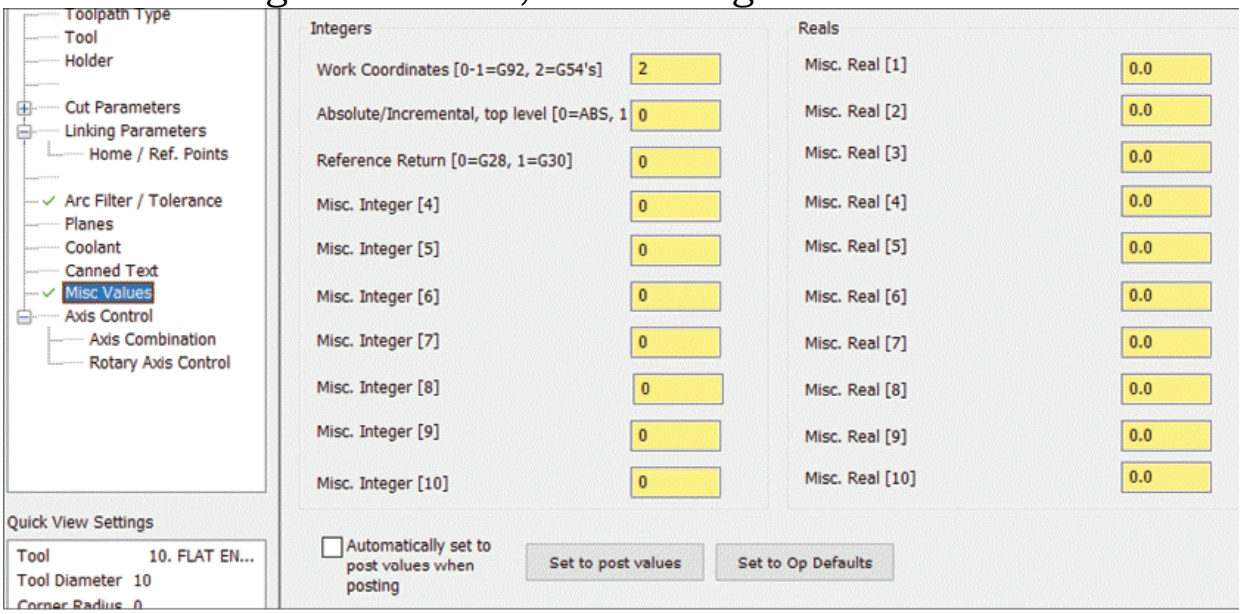

Figure-17. Misc Values options
- Select the **Misc Values** option from the left area in the dialog box to set values of custom parameters created in post processor. By default, the **Automatically set to post values when posting** check box is selected. Clear this check box to change the values; refer to Figure-17.